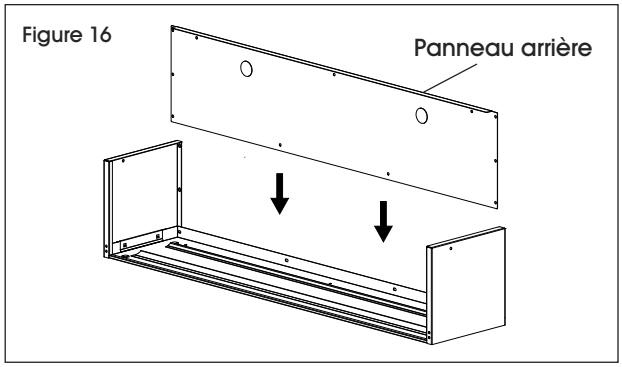

Figure 16
4. Placez le panneau arrière entre les panneaux latéraux et le panneau supérieur. (Voir Figure 16)